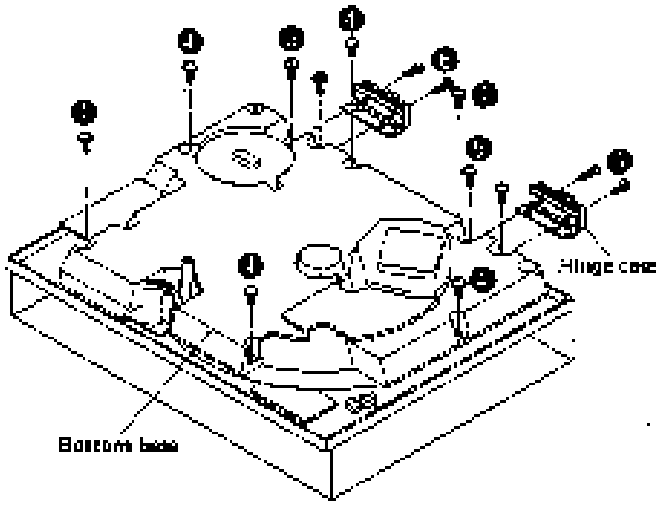

Fig. 2
4. Remove the 6 setscrews (**Fig. 2** : ❹) of the bottom base.
2. Remove the 4 setscrews (Fig. 2 : ❶) of the hinge case bracket.
3. Remove the 4 setscrews (Fig. 2 : ❷) of the hinge case.